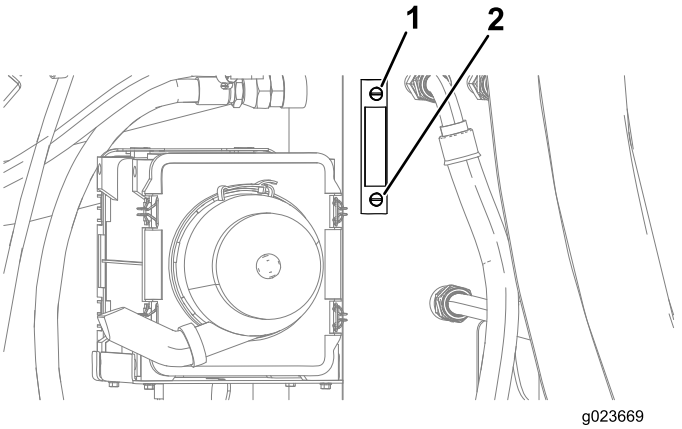

Figure 149
3. Observez l'indicateur de niveau sur le réservoir hydraulique, et vérifiez le niveau d'huile (Figure 149).